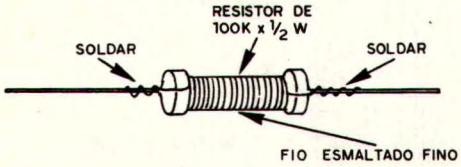

FIGURA 10
e) Você terá agora que montar um componente que não pode ser adquirido pronto. Trata-se do choque de RF XRF1 que consta de 30 voltas de fio esmaltado fino que são enroladas num resistor de 100K x 1/2W conforme mostra a figura 10. Os extremos desta bobina são soldados nos terminais do resistor. Para fazer esta soldagem raspe bem o fio esmaltado removendo a fina capa de verniz protetora.